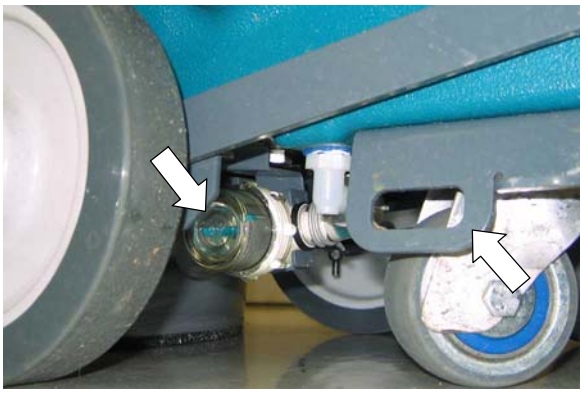

FIG. 51
5. Attachez la machine avec des sangles. La machine est équipée de deux pattes d'attache (Figure 51).
2. Videz le filtre du réservoir de solution situé sous la machine (Figure 51).